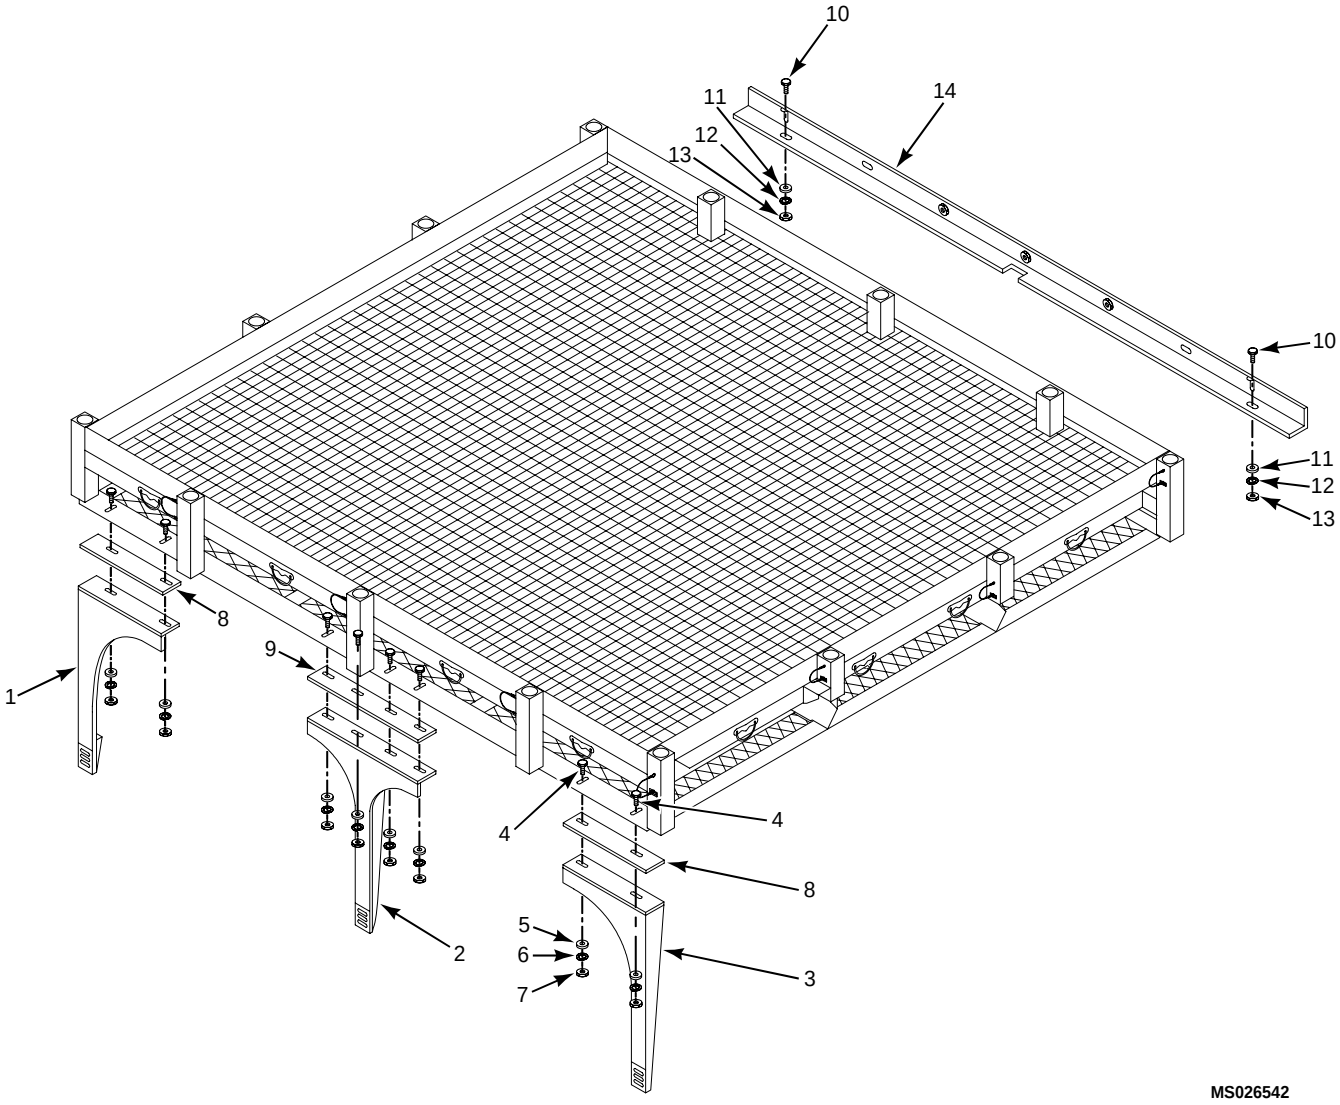

Figure 5. Overhead Cargo/Maintenance Rack Assembly Removal
17. While manually supporting the Overhead Cargo/Maintenance Rack Assembly, disconnect the assembly from the three front supports (1, 2 and 3) by removing 8 bolts (4), flat washers (5), lock washers (6), nuts (7) and all shims (8 and 9). (Figure 5)
18. Remove 2 bolts (10), flat washers (11), lock washers (12) and nuts (13) securing assembly to Angle Support (14) at rear of rack assembly.